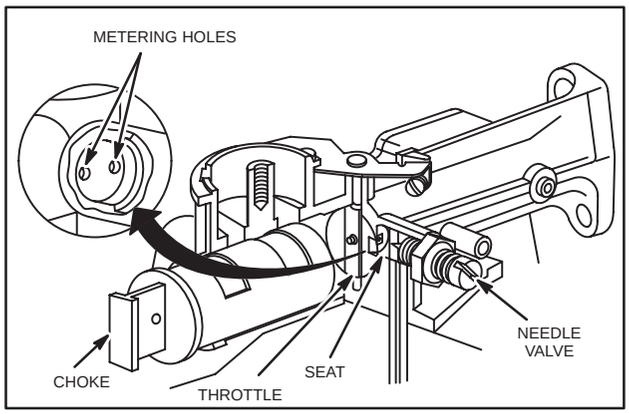

Fig. 180 – METERING HOLES
4. If carburetor is gummy or dirty, remove seat to allow better access to metering holes, Fig. 180.
NOTE: Do not change metering hole sizes, Fig. 180.